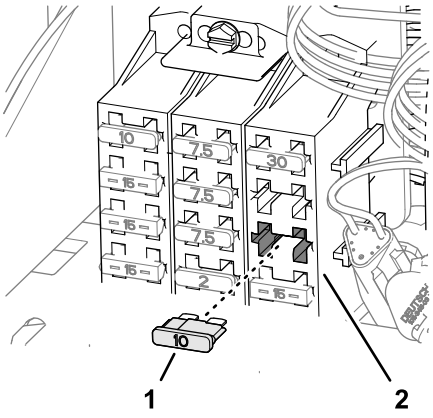

**Figura 145**
8. Insira o fusível (10 A) na tomada da caixa de fusíveis (Figura 145) para o circuito de alimentação opcional que utilizou no passo 5.